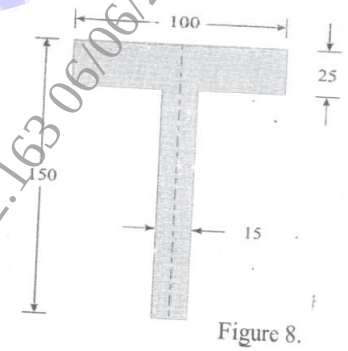

Figure 8.
b) A simply supported carries a UDL of intensity 30N/mm over the entire span of 1 m long. The cross section of the Beam is T Section having the dimension as shown in figure 8, Calculate the maximum shear stress for the section of the beam. **[6]**